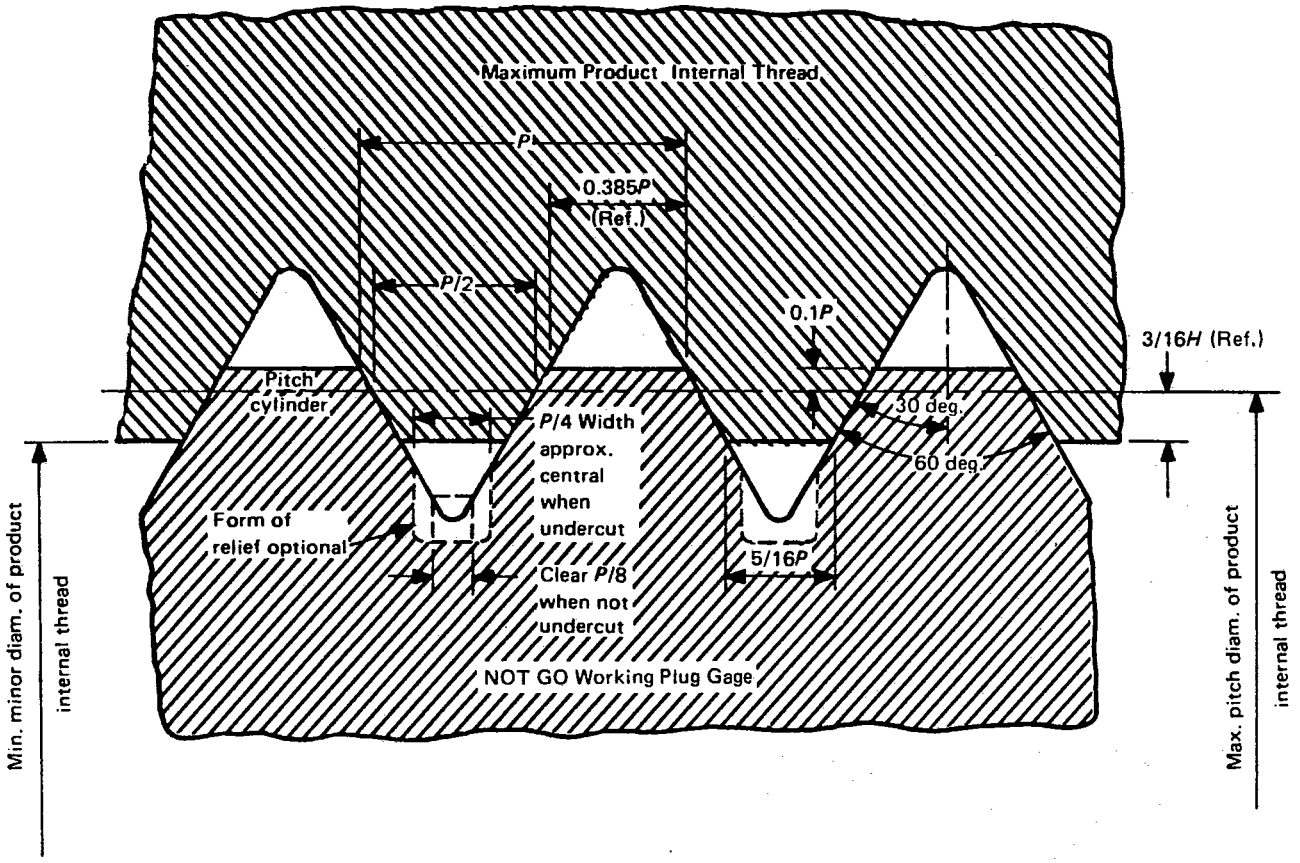

FIG. 3 NOT GO FUNCTIONAL DIAMETER LIMIT
4.2.4 Thread Form. The specifications for thread form are summarized in Table 7 and Fig. 3.